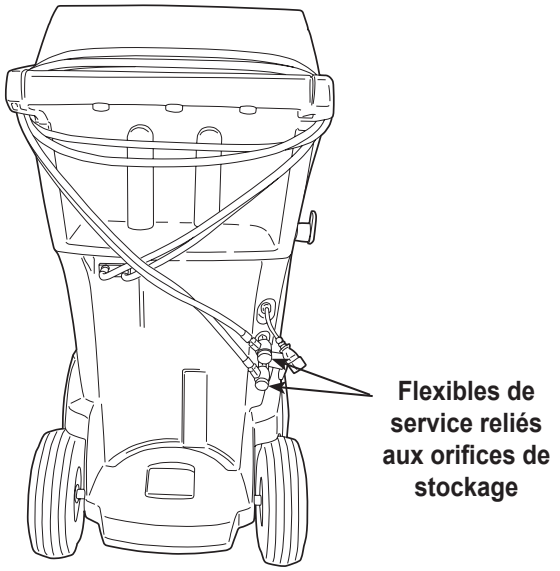

Figure 2
2. Quand vous y êtes invité, branchez les flexibles de service de la machine sur leurs orifices de stockage, comme illustré sur la Figure 2. Sélectionnez ▶▶ pour poursuivre.